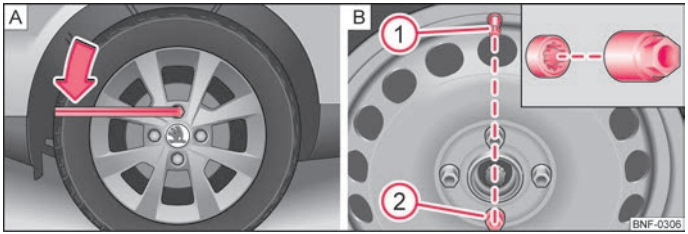

Fig. 104 Changing a wheel: Loosening the wheel bolts/installation location of the anti-theft wheel bolt
– Grasp the end of the wrench and turn the bolt about **one** turn in the direction of the arrow ⇒ Fig. 104 - A.